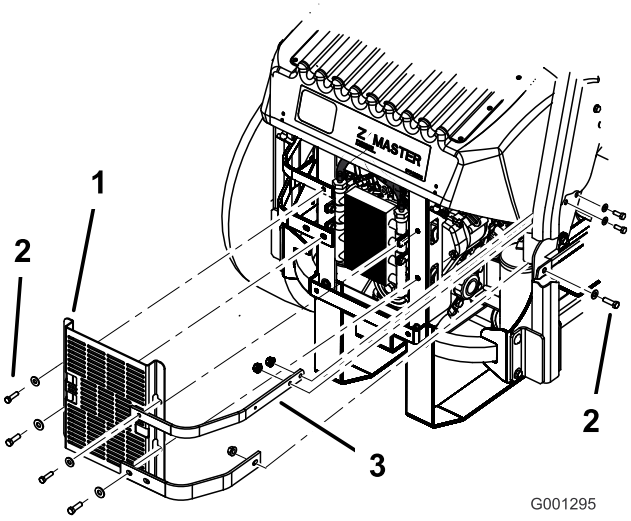

**Figur 63**
3. Fjern de fire bolte, der fastholder oliekølerens afskærmning til bagstellet (Figur 63).
4. Fjern de tre bolte, der fastholder motorbøjlerne til siden af maskinen (Figur 63).
12. Monter oliekølerafskærmningen og motorbøjlerne på bagstellet med de 4 bolte, som du tidligere afmonterede (Figur 63).
13. Monter motorbøjlerne på siden af maskinen (Figur 63).